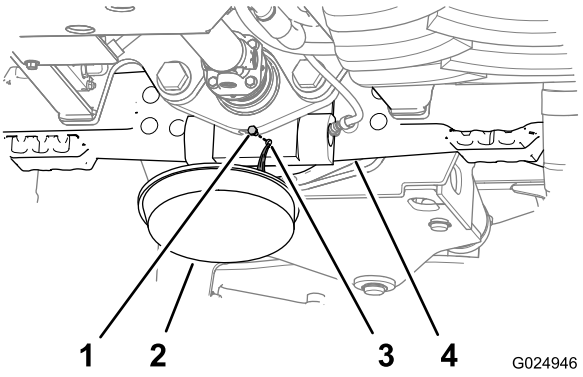
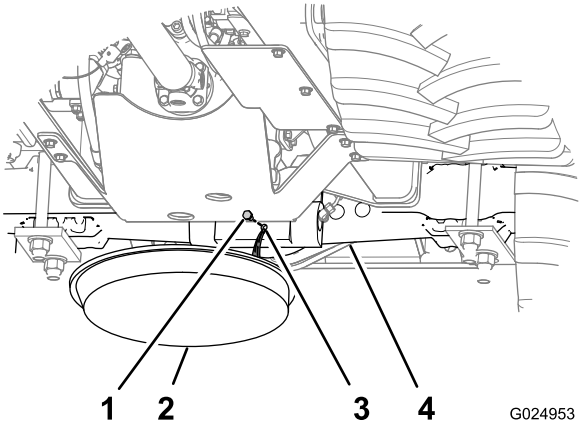

Bild 87
Bild 88
1. Stellen Sie eine Auffangwanne unter das Ritzelgehäuse der Achse (Bild 87 und Bild 88).
2. Entfernen Sie die Schrauben aus dem Schauglas und der Ablassöffnung im Ritzelgehäuse der Achsen (Bild 87 und Bild 88).